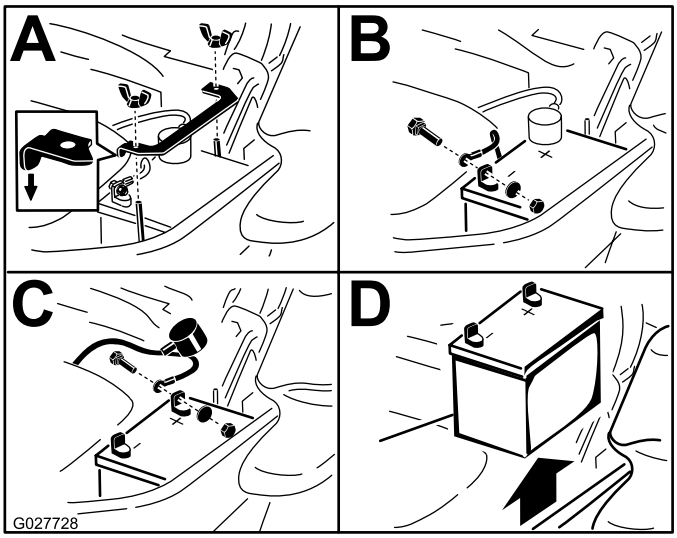

Figure 57
3. Commencez par débrancher le câble négatif (noir) de la borne négative (-) (noire) de la batterie (Figure 57).
4. Enlevez le capuchon rouge de la borne positive (rouge) de la batterie et débranchez le câble positif (+)(rouge) (Figure 57).
5. Retirez l'écrou à oreilles qui fixe la barrette de maintien de la batterie (Figure 57).
6. Déposez la barrette de maintien (Figure 57).
1. Placez la batterie dans son support en tournant les bornes à l'opposé du réservoir hydraulique (Figure 57).
4. Fixez les câbles avec 2 boulons, 2 rondelles et 2 contre-écrous (Figure 57).
6. Reposez la barrette de maintien et fixez-la avec l'écrou à oreilles (Figure 57).